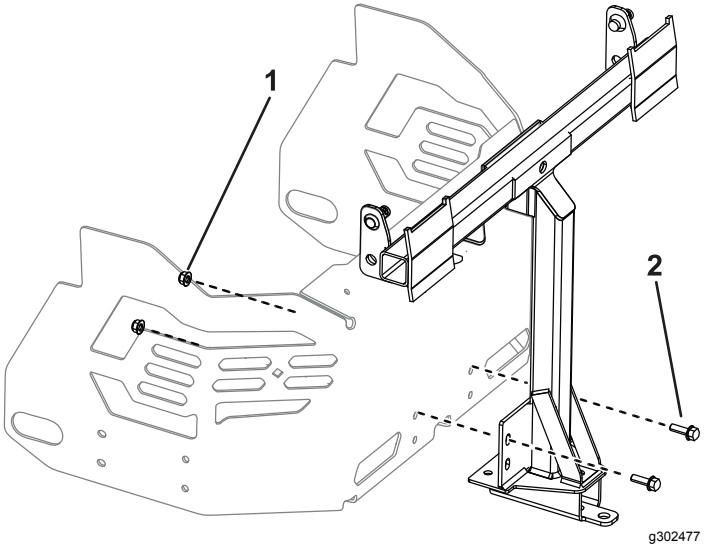

Figur 15
4. Monter rammen for omdreiningsleddet løst på maskinrammen med to bolter (5/16 x 1 tomme) og to låsemuttere (5/16 tomme), som vist i Figur 15.
6. Stram de to boltene (5/16 x 1 tomme) og to låsemutterne (5/16 tomme), som vist i Figur 15.